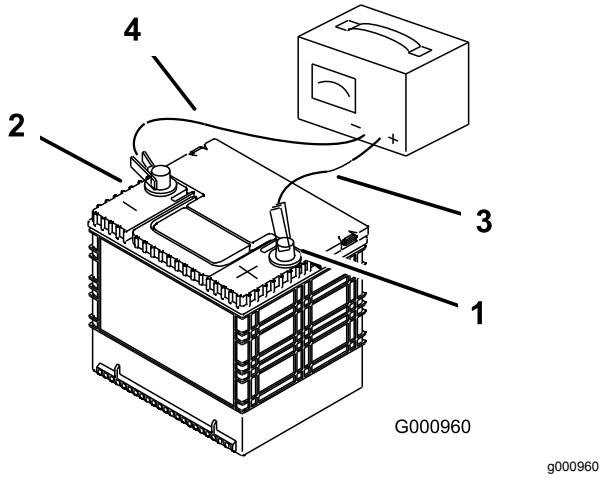

Bild 52
2. Wenn die Batterie ganz aufgeladen ist, ziehen Sie den Stecker des Ladegeräts aus der Dose. Klemmen Sie dann die Klemmen des Ladegeräts von den Batteriepolen ab (Bild 52).